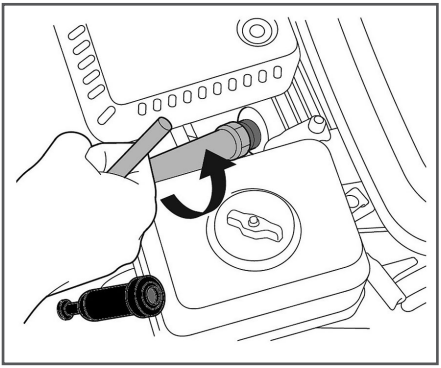

Рис. 26 Обслуживание свечи зажигания
2. Открутите свечу зажигания свечным ключом (Рис. 26).